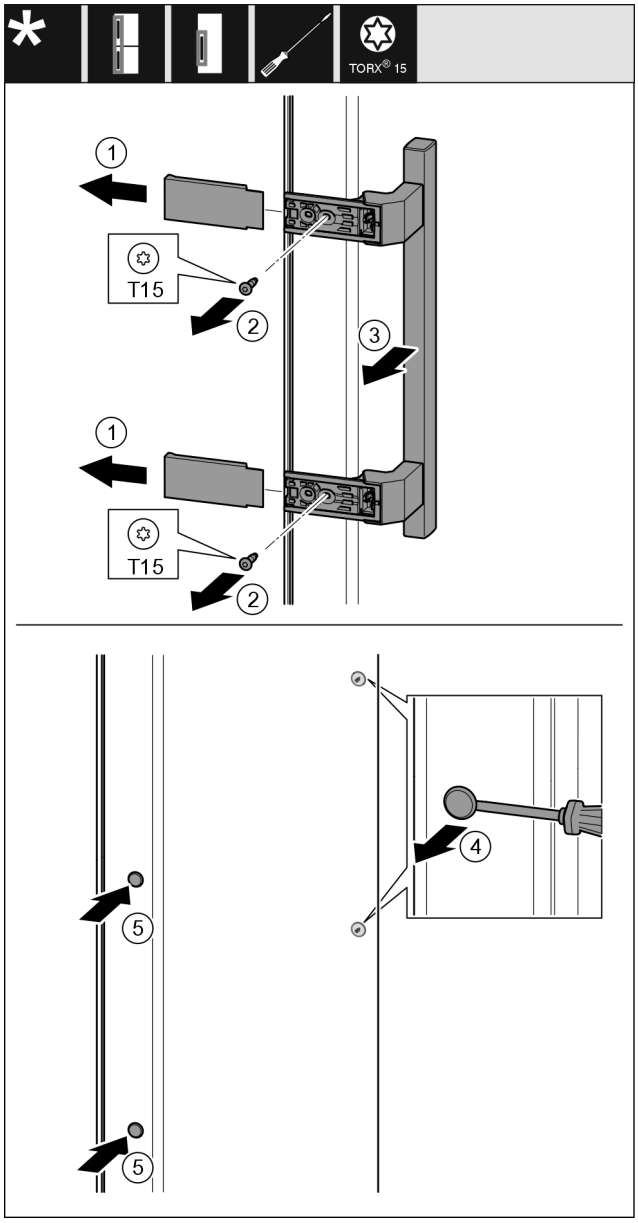

Fig. 19
- ▶ Снимите крышку *Fig. 19 (1)*.
- ▶ Выкрутите винты *Fig. 19 (2)* отверткой.
- ▶ Снимите ручку *Fig. 19 (3)*.
- ▶ Осторожно приподнимите шлицевой отверткой боковую заглушку *Fig. 19 (4)* и извлеките ее.
- ▶ Снова установите заглушку *Fig. 19 (5)* с другой стороны.